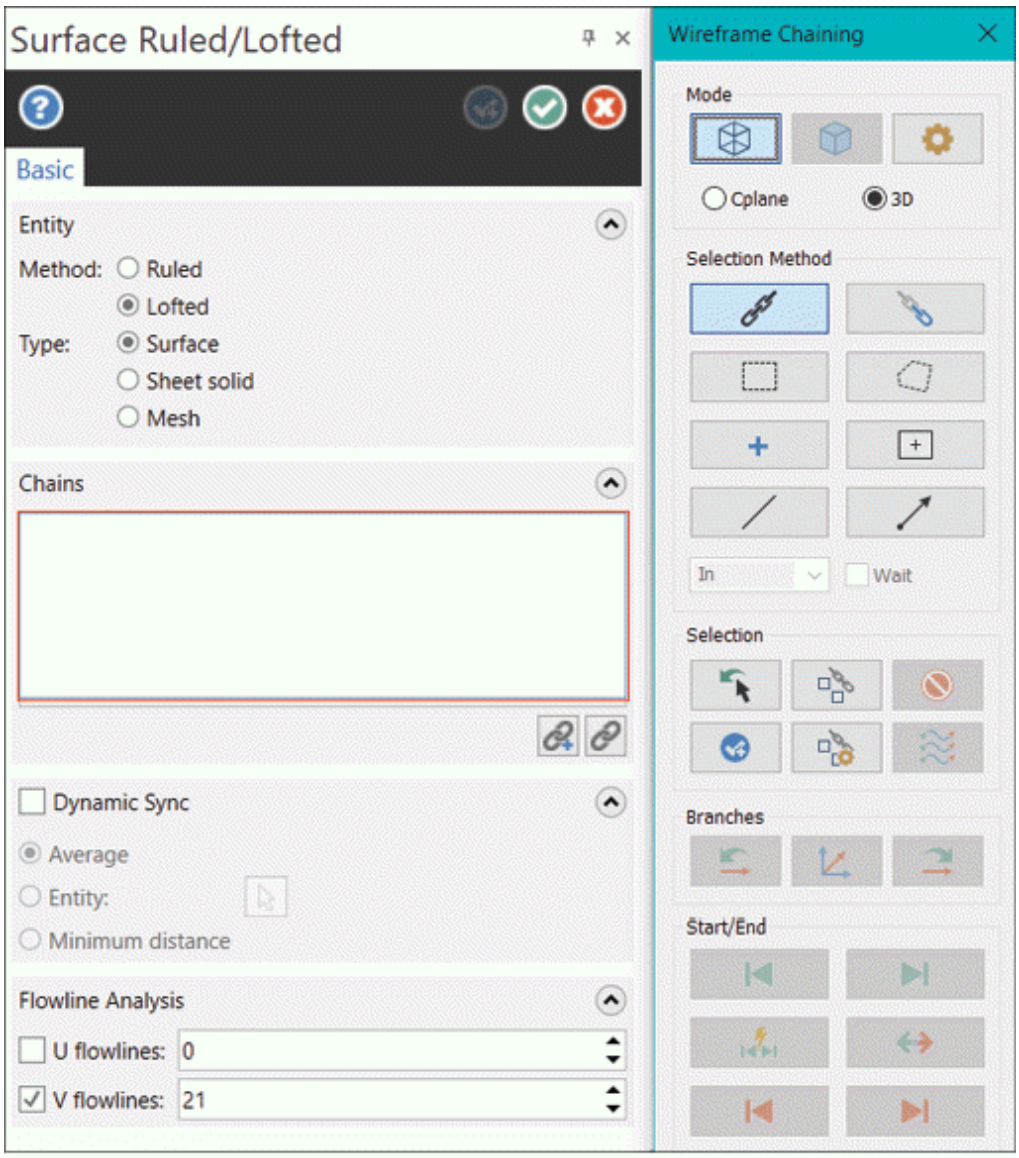

Figure-15. Surface Ruled Lofted Manager
- Click on the **Loft** tool from the **Create** group in the **Surfaces** tab of **Ribbon**. The **Surface Ruled/Lofted Manager** will be displayed with **Wireframe Chaining** selection box; refer to Figure-15.